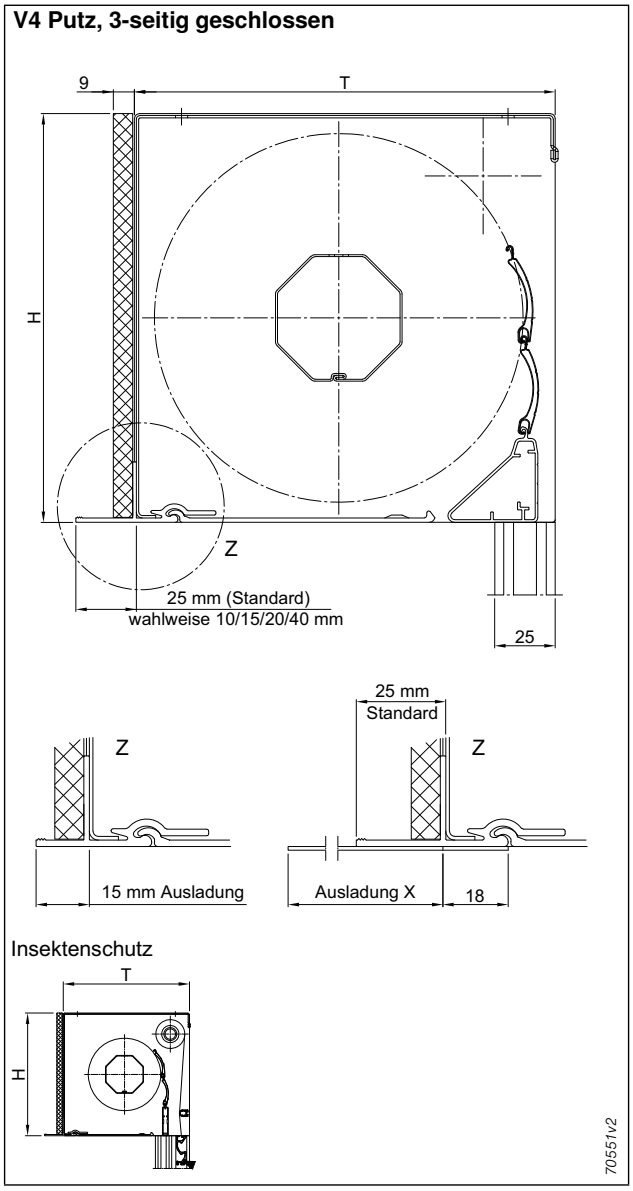

Abb. 9: Kastenabmessungen V4 Putz
- bei einem Wärmedämm-Verbundsystem (WDVS) sollte die Ausladung des Putzträgerprofils auf 15 mm (siehe Abb. 9) festgelegt werden. Bitte bei Bestellung angeben.